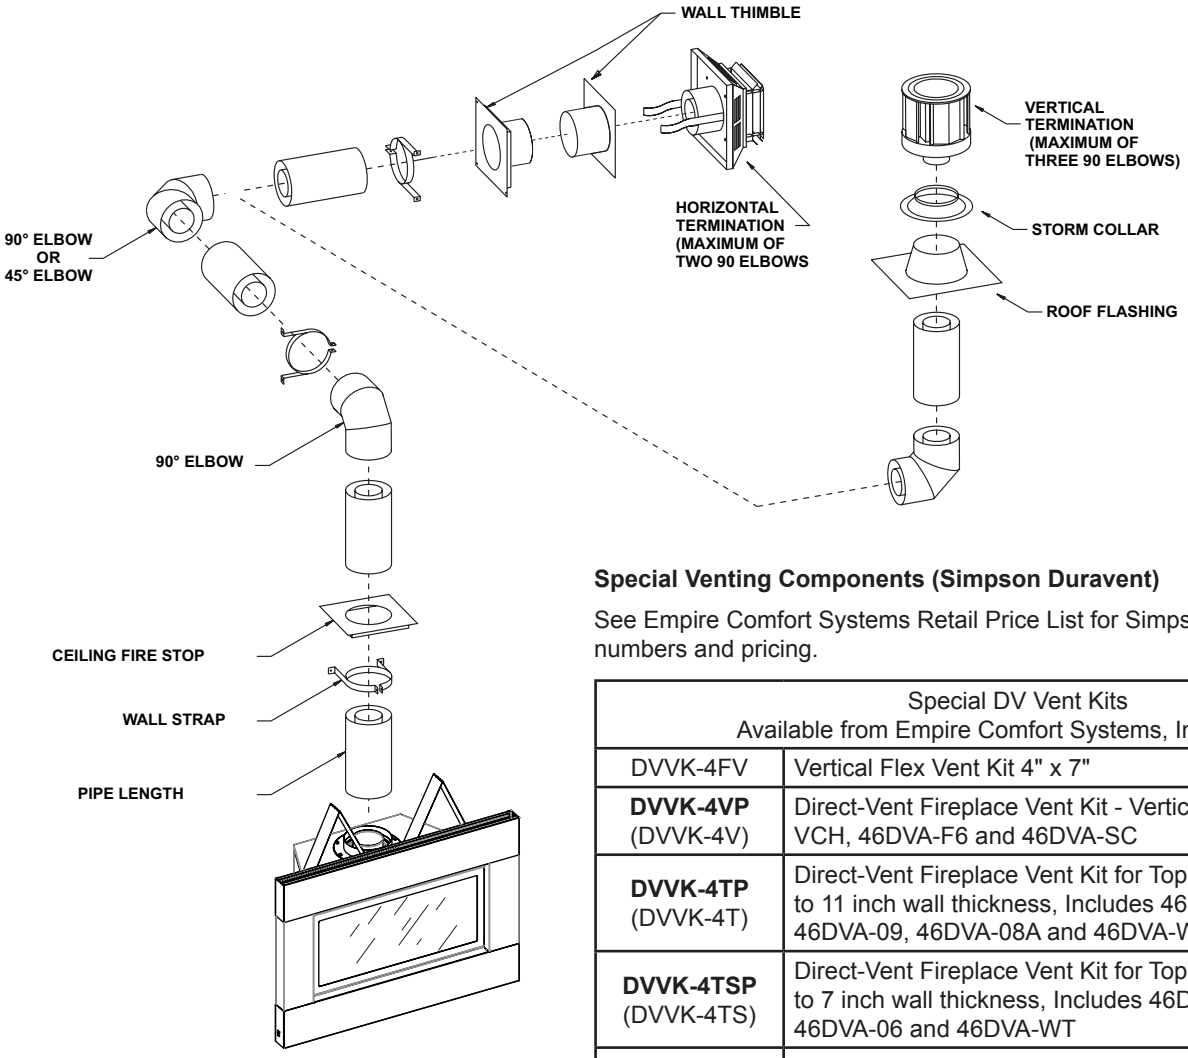

**Figure 29**
**Installing Vent Components (Figure 29)**